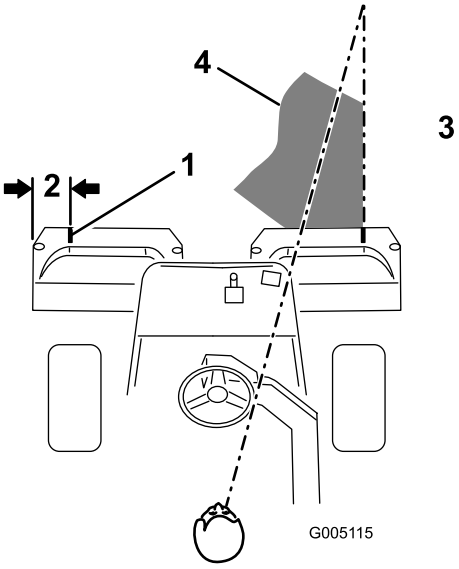
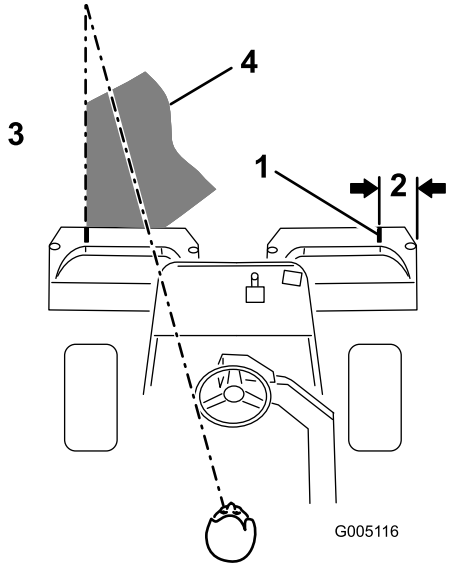

Figur 30
Figur 31
2. Placer enten et stykke hvidt tape, eller tegn en linje på hver enkelt opsamler parallelt med den ydre kant på hver enkelt opsamler (Figur 30).
3. Sørg for at overlappe minimalt med den forudgående klipning ved tilbagekørsler. Skab en imaginær, lige sigtelinje på ca. 1,8-3 m foran maskinen til kanten af den uklippede del af greenen (Figur 30 og Figur 31), som hjælp til at bevare en lige linje på tværs af greenen og for at holde maskinen i en tilsvarende afstand fra kanten af den foregående klipning. Der er nogle, der finder det nyttigt at medtage rattets ydre kant som en del af sigtelinjen, dvs. holde rattets kant på linje med et punkt, der altid holdes i samme afstand fra maskines forende (Figur 30 ogFigur 31).